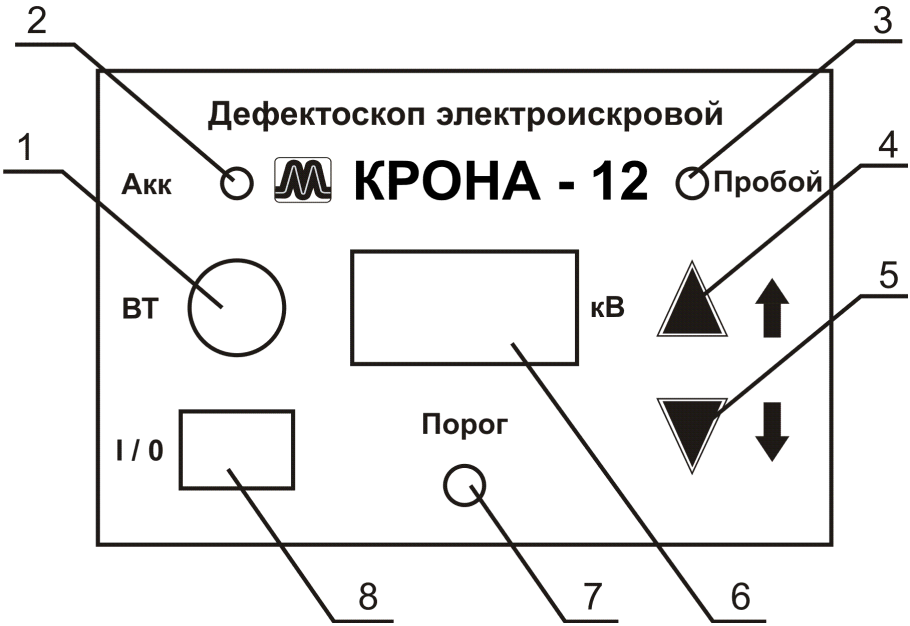

*Рис. 1.4 Внешний вид передней панели блока электронного.*
**1.4.8** Внешний вид передней панели блока электронного показан на рис. 1.4.